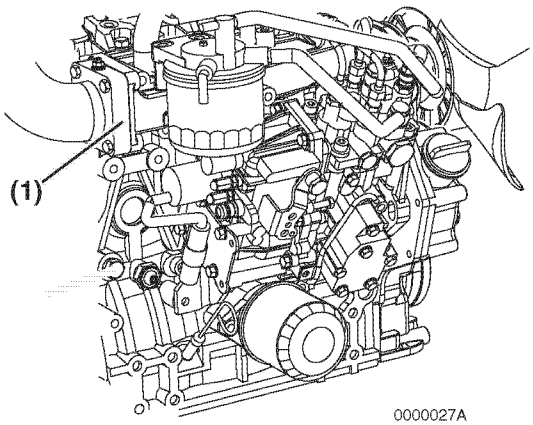

***Figure 14***
The inlet air heater **(Figure 14, (1))** is located on the intake manifold. Heated inlet air helps the engine to start easier in cold weather. During the engine starting sequence the inlet air heater is activated for approximately 15 seconds. After the pre-heat indicator goes out, the engine can be started.